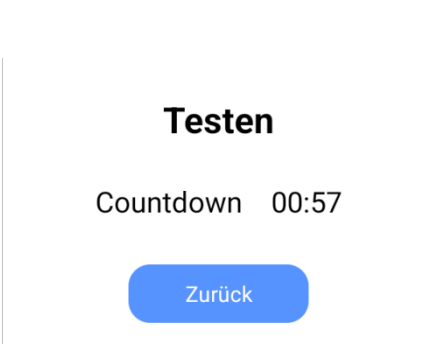
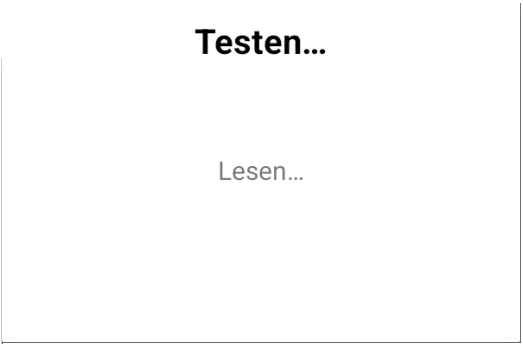
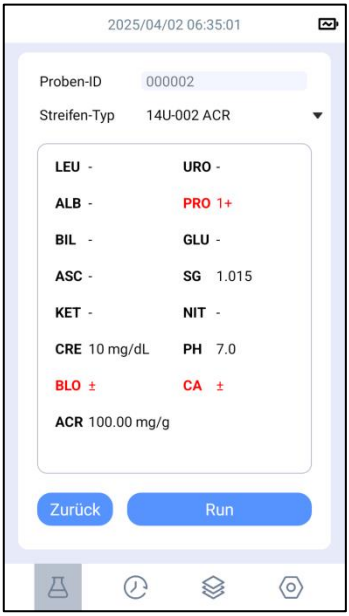

Abb. 4.10
Abb. 4.11
Abb. 4.12
Schritt 6: Tippen Sie auf der Hauptschnittstelle auf die Schaltfläche „**Run**“ **(Ausführen**). Nachdem der Streifenhalter vollständig zurückgezogen wurde, beginnt ein 1-minütiger Countdown (Abb. 4.10), und am Ende des Countdowns beginnt das Analysegerät, die Ergebnisse des Streifens abzulesen (Abb. 4.11), und zeigt die Ergebnisse im Anzeigebereich für die Testergebnisse an (Abb. 4.12).
Hinweis: Wenn der Benutzer den Countdown-Test beenden möchte, tippen Sie auf dem in Abb. 4.10 gezeigten Bildschirm auf die Schaltfläche „**Zurück**“.
Wenn der Benutzer den aktuellen Test beenden möchte, tippen Sie bitte auf die in Abb. 4.12 gezeigte Schaltfläche „**Zurück**“, um den Streifenhalter zurückzuziehen.